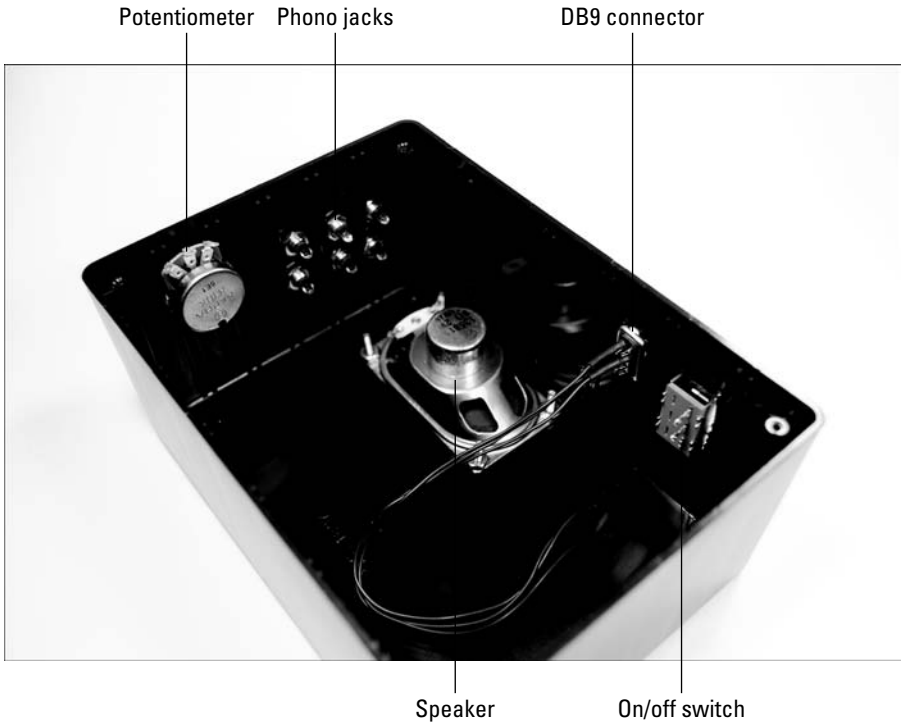

Figure 7-11: Mount components on the box.
1. **Drill holes in the box for the phono jacks, potentiometer, speaker, DB9 connecter, and on/off switch in locations as shown in upcoming Figure 7-11.**
3. **Insert the phono jacks, potentiometer, speaker, DB9 connector, and on/off switch as shown in Figure 7-11.**